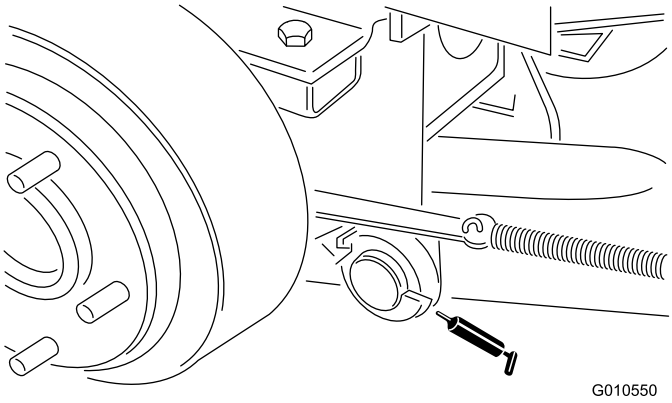

Figur 14
- höger och vänster lyftarmssvängtappar (Figur 14)